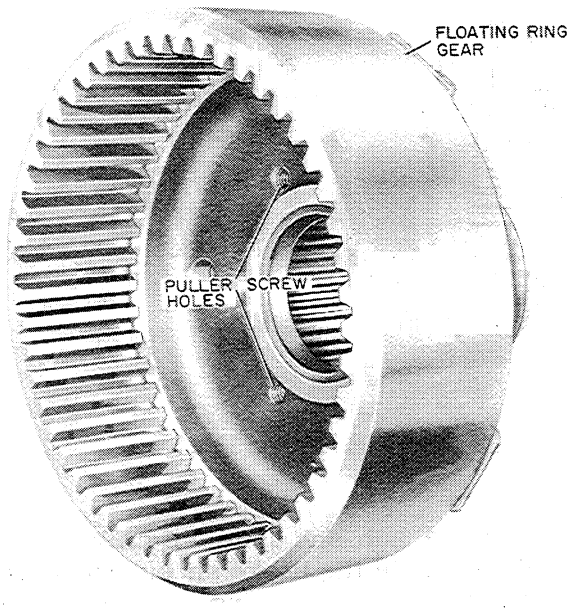

Figure U-21
9. Remove the floating ring gear assembly using puller screws in the holes provided, Figure U-21. The capscrews from the planetary spider can be used for removal of the ring gear.